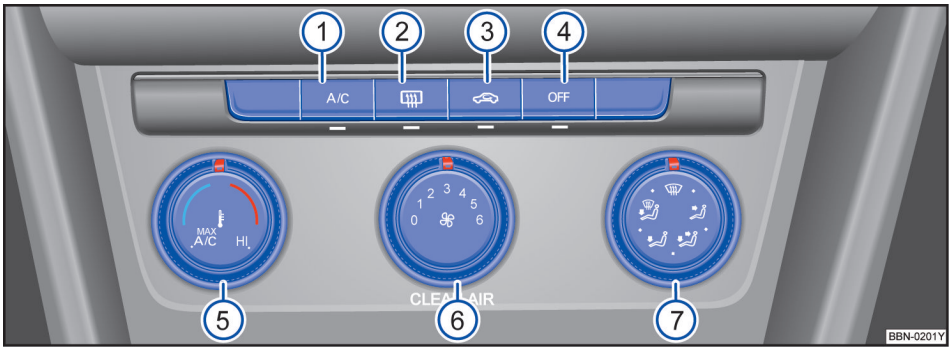

图 97 中控台上：电子手动空调的操作元件
– 按压按钮→图 97 ③，即可打开或关闭空气内循环模式。如果此按钮中的指示灯亮起，说明其处于打开状态。